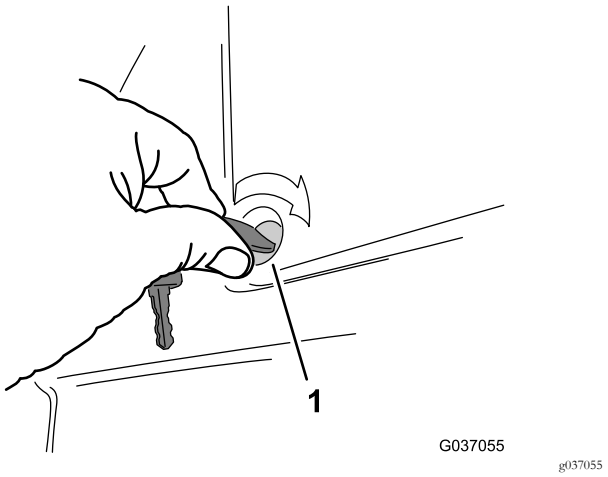

Figuur 42
3. Bevestig het deksel op het platform; draai hierbij de 2 kwartslagbevestigingen rechtsom (Figuur 42).